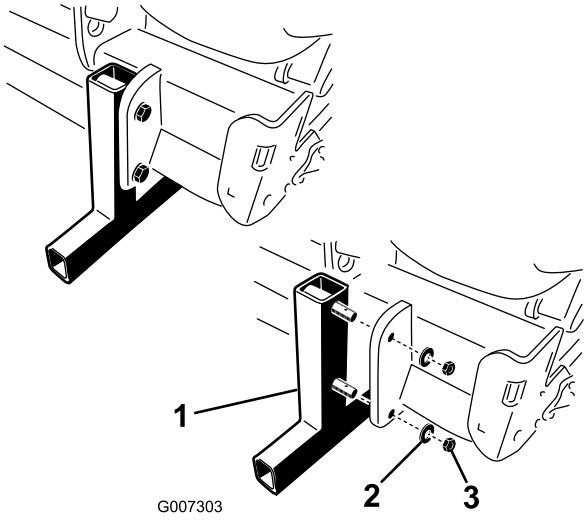

Figur 16
2. Fjern de møtrikker og låseskiver, der fastgør støttebenene til dybdelufteren (Figur 16).
4. Sæt ringstifterne (medfølger i løsdelene) i støttebenenes stifter med henblik på opbevaring (Figur 16).